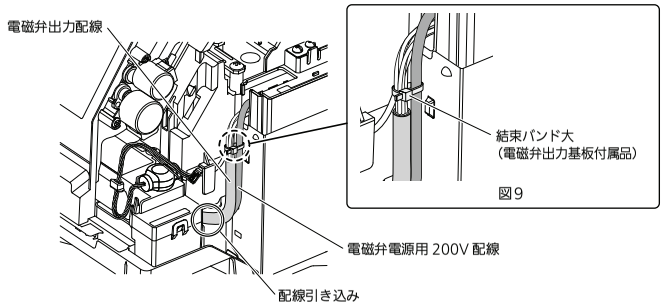

図 8
- 電磁弁出力基板の電磁弁電源用 200 V 配線と、電磁弁出力配線を室内ユニットに引き込みます。（図 8）